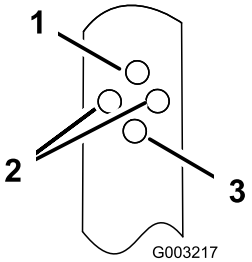

Figura 14
2. Introduzca el perno a través de uno de los taladros de cada uno de los soportes del manillar para ajustar el manillar a la posición deseada (Figura 14).